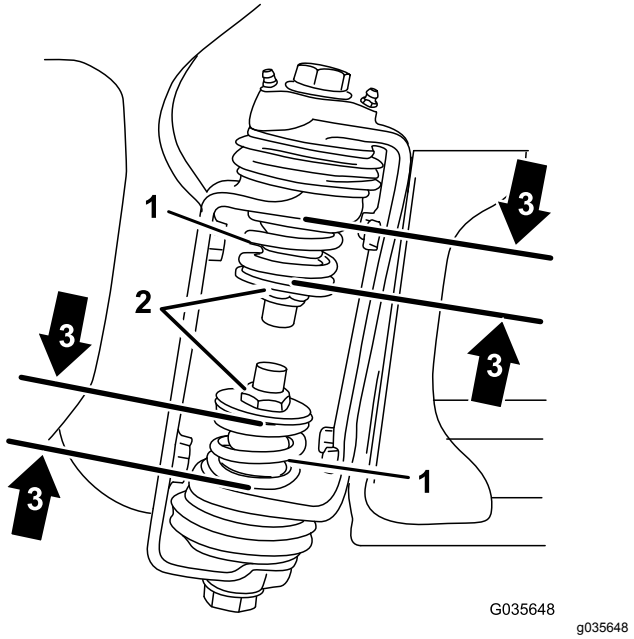

Figur 3
3. Mål sammentrykshøjden af den øverste og nederste fjeder ved bomhængslet (Figur 3).
B. Brug kontramøtrikken (Figur 3) til at trykke alle fjedre, der måler mere end 3,96 cm sammen.